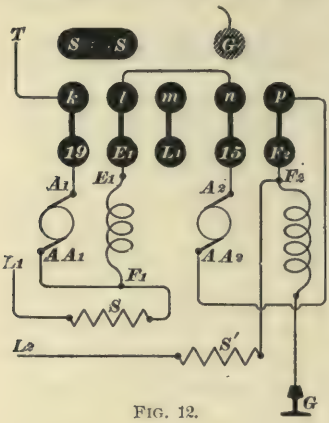
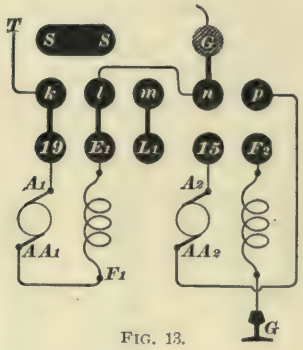
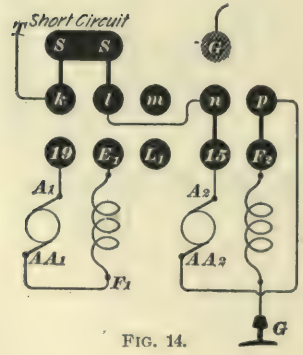
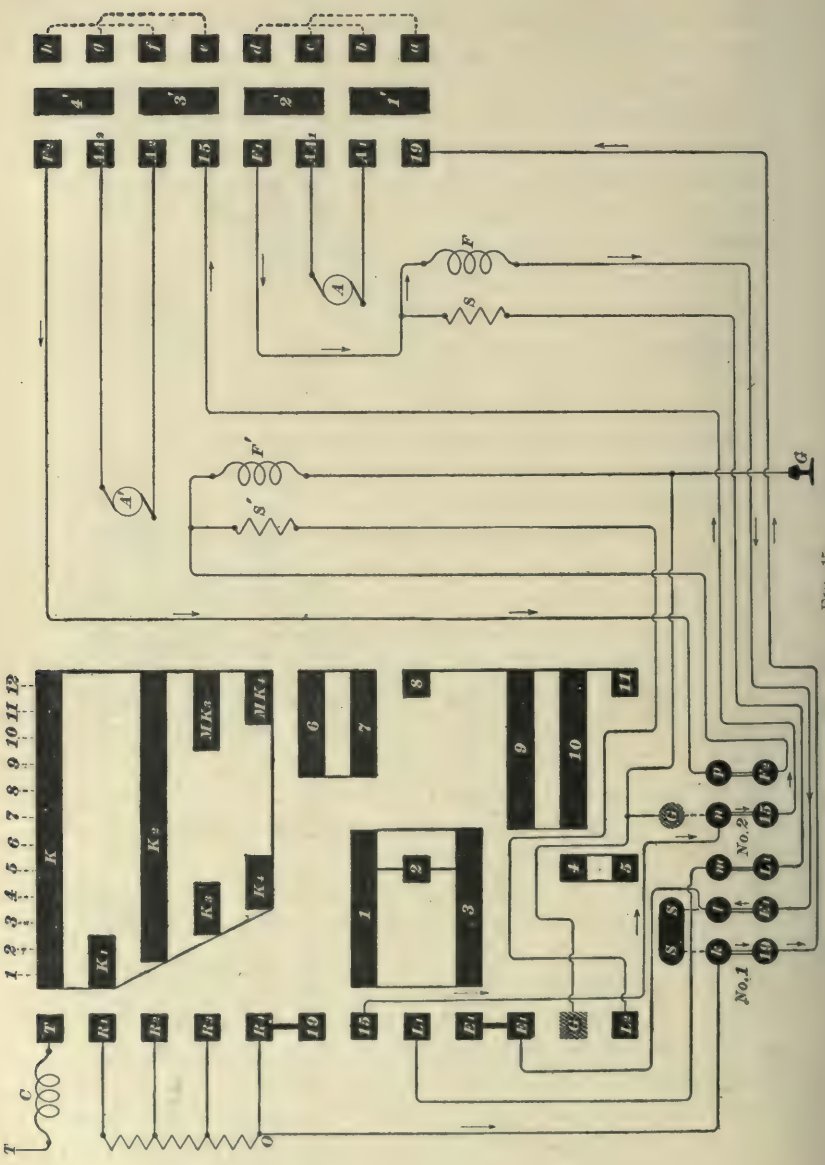

FIG. 12.
FIG. 13.
FIG. 14.
FIG. 15.
**26.** The shaft of the power drum has on it a stop that is interfered with by a pin operated by the cut-out switch in such a way that when either switch is thrown up, the power drum cannot be moved past the fifth notch. If this were not done, the result would be to cause a short circuit on the ninth position, by way of the path, $T$–$K_2$–$R_3$–$O$–$R_4$–*19–6–7–15*–$N$–$G$ (Fig. 15), if the good motor should happen to be the No. 1 motor. If the good motor happened to be the No. 2 motor, as soon as fingers $E_1$ and $G$ made contact with plates *9* and *10*, Fig. 15, there would be a dead short circuit across the line. Why such would be the case can be seen by considering the details of a cut-out switch.
Figs. 12, 13, and 14 give the connections of the K2 cut-out switches under all conditions, and Fig. 15 is a diagram of the controller circuits complete, all except the connecting board. In Fig. 12, both motors are cut in; in Fig. 13, the No. 1 motor is cut in and the No. 2 motor cut out; in Fig. 14, the No. 1 motor is cut out and the No. 2 motor cut in. In Fig. 12, the path of the current is *T–k–19–$A_1$–$AA_1$–$F_1$–$E_1$–$E_1$–l–n–15–$A_2$–$AA_2$–p–$F_2$–G*. The two shunts are left open-ended, because the free ends go to parts of the controller not shown.
**28.** Fig. 13 shows No. 1 motor cut in and No. 2 motor cut out. The current, whose path is *T–k–19–$A_1$–$AA_1$–$F_1$–$E_1$–l–n–G*, instead of passing through the No. 2 motor, passes to the ground through block *G*. Fig. 14 shows the No. 1 motor cut out and the No. 2 motor cut in, and the path of the current is *T–k–SS–l–n–15–$A_2$–$AA_2$–p–$F_2$–G*. It will be noticed that the current, instead of going through the No. 1 motor, passes through the short-circuiting strip *SS*; as soon as the cut-out switch is thrown up, the two ends of the No. 1 motor are left hanging in the air, so to speak, and the faulty No. 1
**29.** In Fig. 15, both switches are thrown down, so that both motors are cut in and the path of the current on the first notch is *T–C–T–K–$K_1$–$R_1$–O–k–19–19–1′–$A_1$–A–$AA_1$–2′–$F_1$–F–$E_1$–l–$E_1$–3–2–1–15–n–15–15–3′–$A_2$–A′–$AA_2$–4′–$F_2$–p–$F_2$–F′–G*. If the No. 1 switch is thrown up to the dotted position, the No. 1 motor is cut out and the path of the current is *T–C–T–K–$K_1$–$R_1$–O–k–SS–l–$E_1$–3–2–1–15–n–15–15–3′–$A_2$–A′–$AA_2$–4′–$F_2$–p–$F_2$–F′–G*. If the No. 2 switch is thrown up to the dotted position, the No. 2 motor is cut out and the path of the current becomes *T–C–T–K–$K_1$–$R_1$–O–k–19–19–1′–$A_1$–A–$AA_1$–2′–$F_1$–F–$E_1$–l–$E_1$–3–2–1–15–n–G–G*.